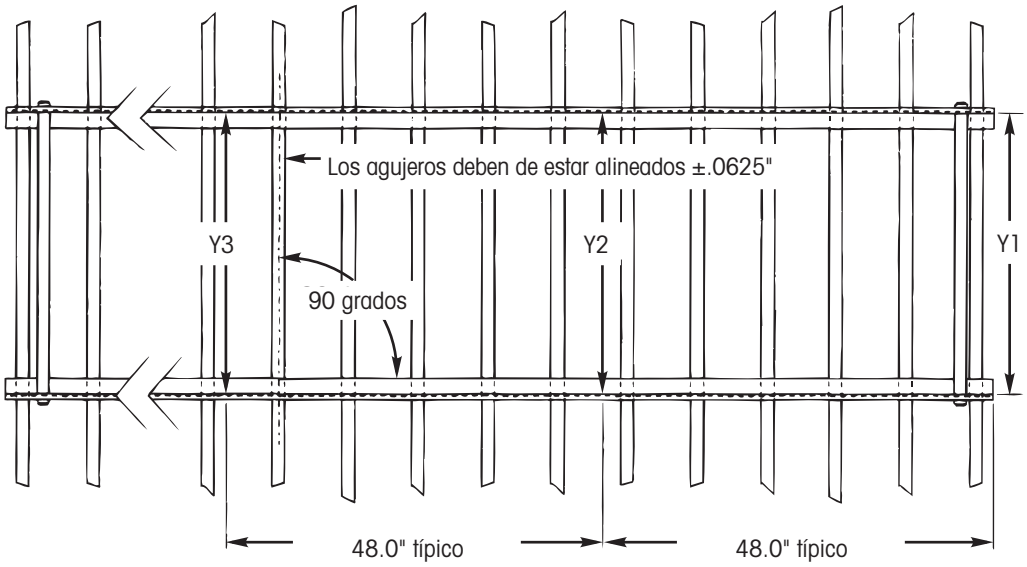
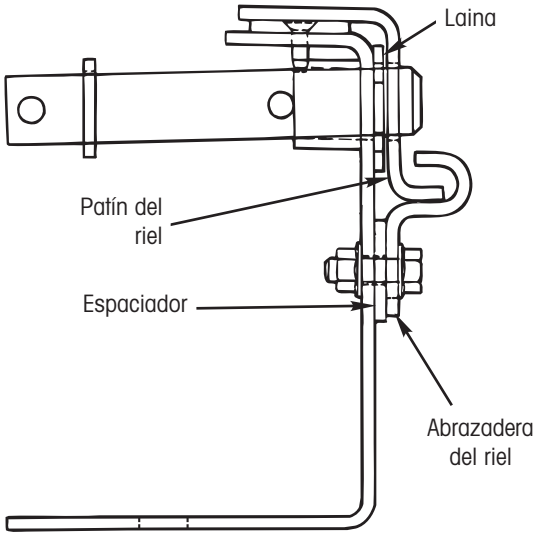

Figura 63. Mediciones de espaciamiento
Figura 67. Instalación incorrecta de la abrazadera del riel
8. Empezando con la ubicación más hacia atrás de los rieles, inspeccione la medición del ancho aproximadamente cada 48 pulgadas (Figura 63). Ajuste según se requiera y suelde completamente los rieles del deslizable a los travesaños del remolque, como se describe en la sección de PROCEDIMIENTO DE SOLDADURA DEL DESLIZABLE HS en la página 44 (Figura 67).